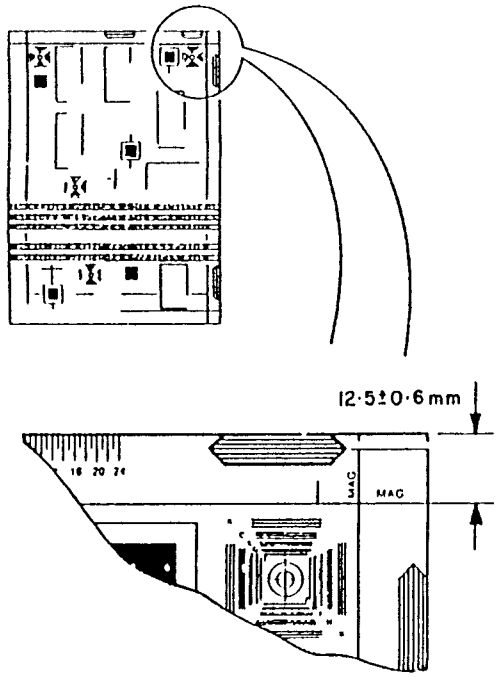

Рис. 1. Технические условия регистрации верхней кромки
1. Аккуратно установите контрольный лист 82E2010 (формат A4) или 82E2020 (формат 8,5×11 дюймов, то есть 216×279 мм) на стекло оригинала и выполните восемь копий. Отбросьте первые две копии и сравните усредненное значение по оставшимся шести копиям с техническими условиями, показанными на Рис. 1.